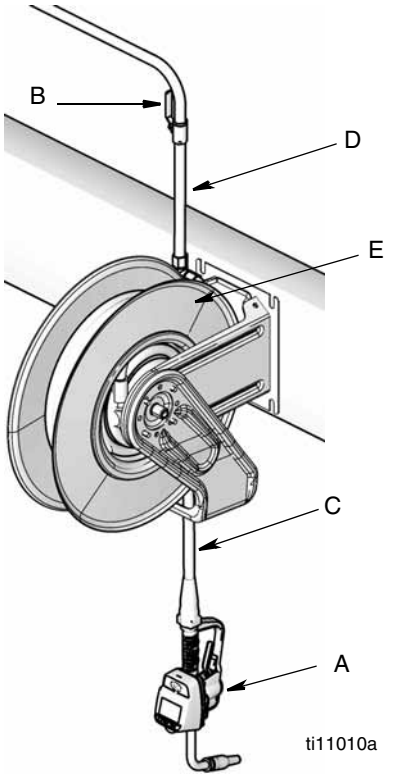

FIG. 1
Installations types FIG. 1
L'installation type figurant dans FIG. 1 est donnée à titre indicatif. Il ne s'agit cependant pas d'un schéma de système complet. Consultez votre revendeur Graco qui vous aidera à concevoir un système répondant à vos besoins.
2. Fermer la vanne d'arrêt (B, FIG. 1).
1. Fermer la vanne d'arrêt produit (B, FIG. 1, page 6) à chaque poste de distribution.